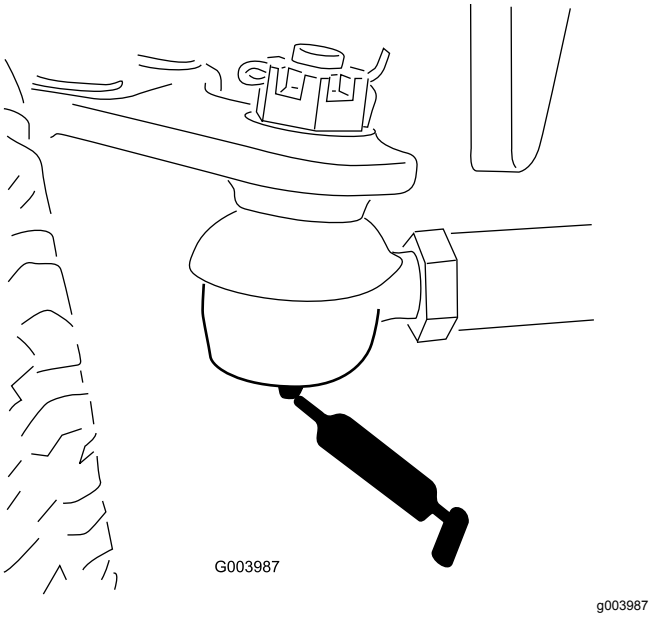

Figur 76
- Bakakselens parallellstag (2) (Figur 76)